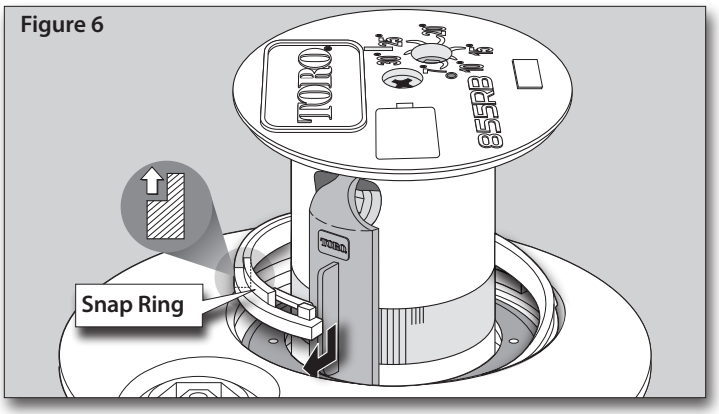

Figure 6
6. Fit the snap ring onto the riser assembly, orienting the stepped side facing up (as shown in the cross section in **Figure 6**).